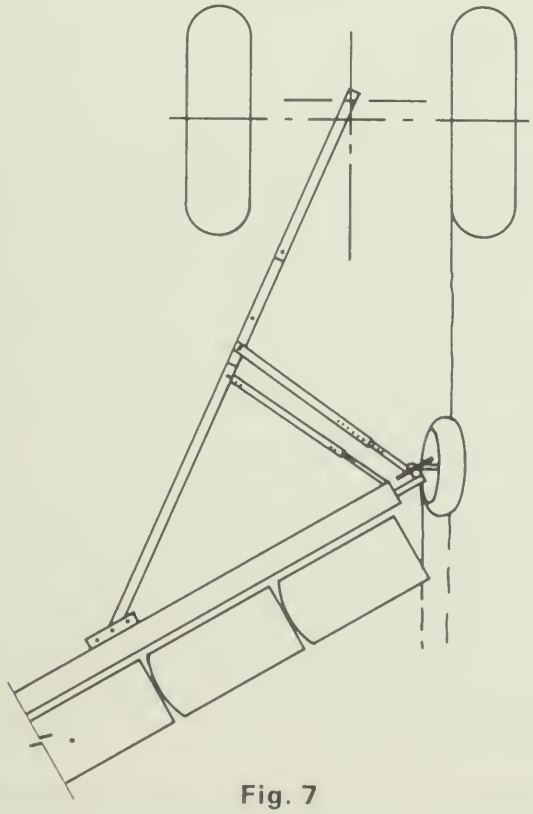

Fig. 7
1. La coupe du premier est trop large (voir fig. 7).